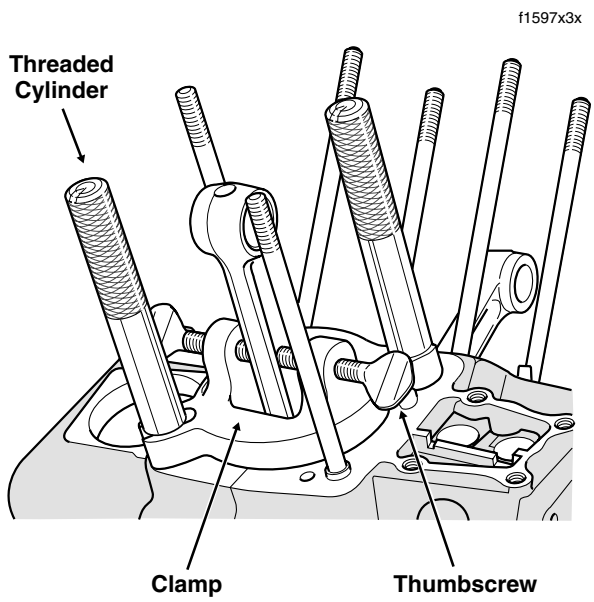

Figure 3-92. Install Connecting Rod Clamping Tool
a. Slide clamp over connecting rod so that slots engage cylinder head studs. See Figure 3-92. Exercise caution to avoid scratching or bending studs.